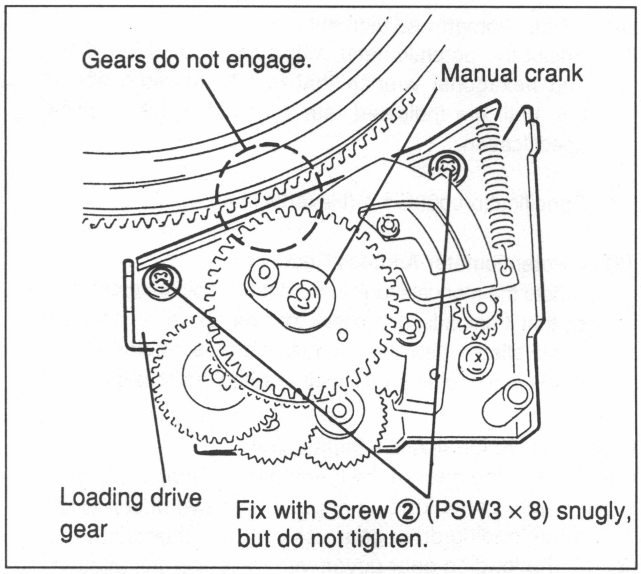

Fig.7-19-5 Loading Drive Gear Ass'y Installation
(1) Put a loading ring ass'y into the unthread end position by rotating the manual crunk.
(2) Replace the loading drive gear ass'y with a new one and fix it on the TTP block with two screws ② snugly, but do not tighten. (Fig. 7-19-5)
(3) Place the gear of the installed loading drive gear ass'y and the loading ring gear so that they do not engage with each other. (Fig. 7-19-5)